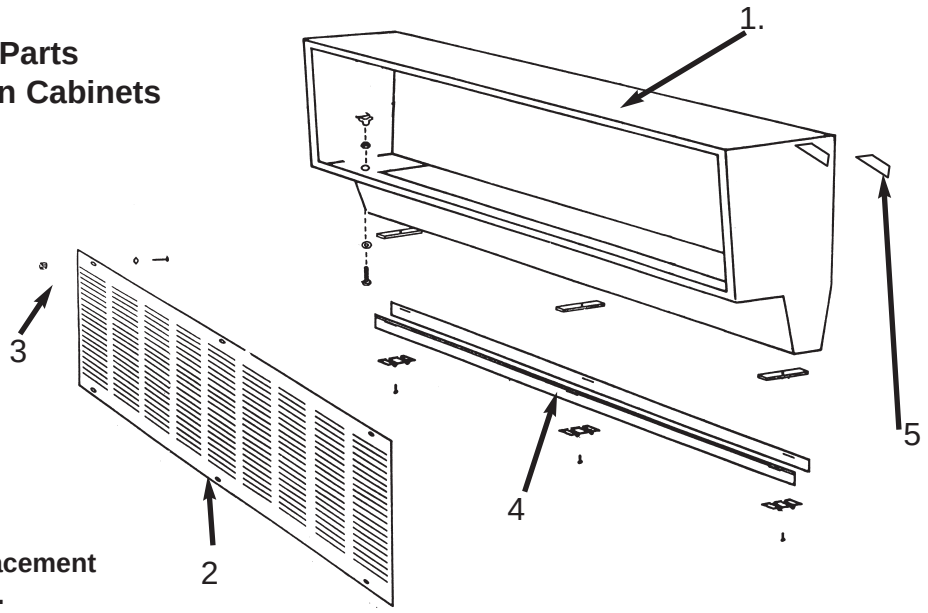

**Figure 10 - Replacement Parts Illustration.**
3. To replace blower wheel, remove the three slotted hex head screws on outer blower ring assembly (See Figure 10 & 11, Replacement Parts Illustration.) The wheel is held onto shaft by one hex head screws.